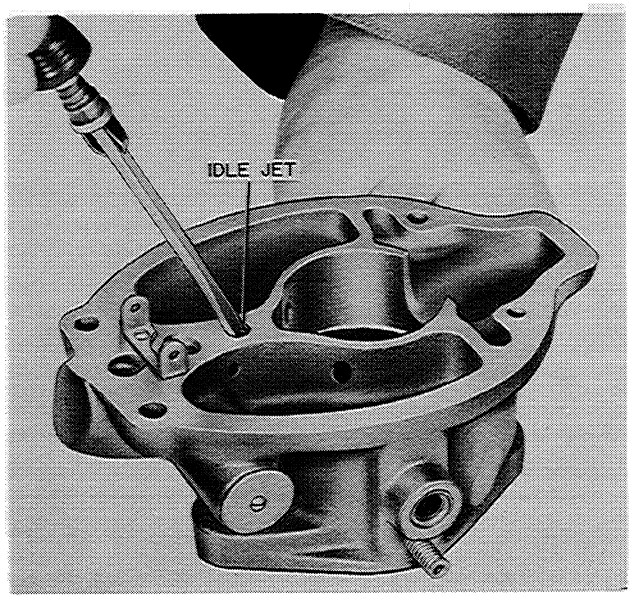

Figure N-15
7. Remove the idle jet using a proper size screw driver so as not to damage the jet, Figure N-15.